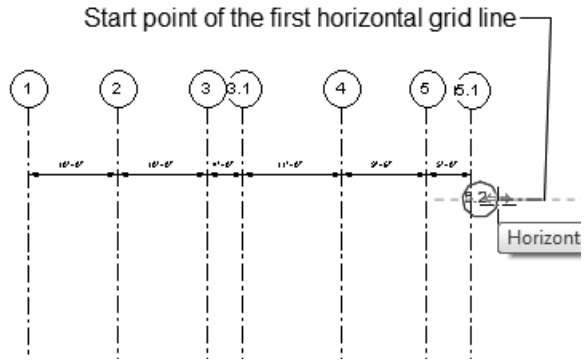

Figure 3-51 *The location of the start point of the first horizontal grid line*
18. Next, move the cursor toward the top right of the vertical grid line marked **5.1** and click at the location shown in Figure 3-51.